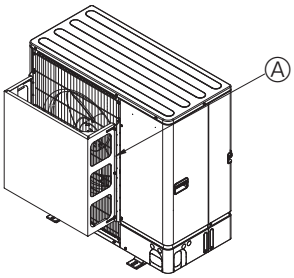

Fig. 2-5
② Install an optional air guide if the unit is installed in a location where strong winds from a typhoon, etc. may directly enter the air outlet. (Fig. 2-5)